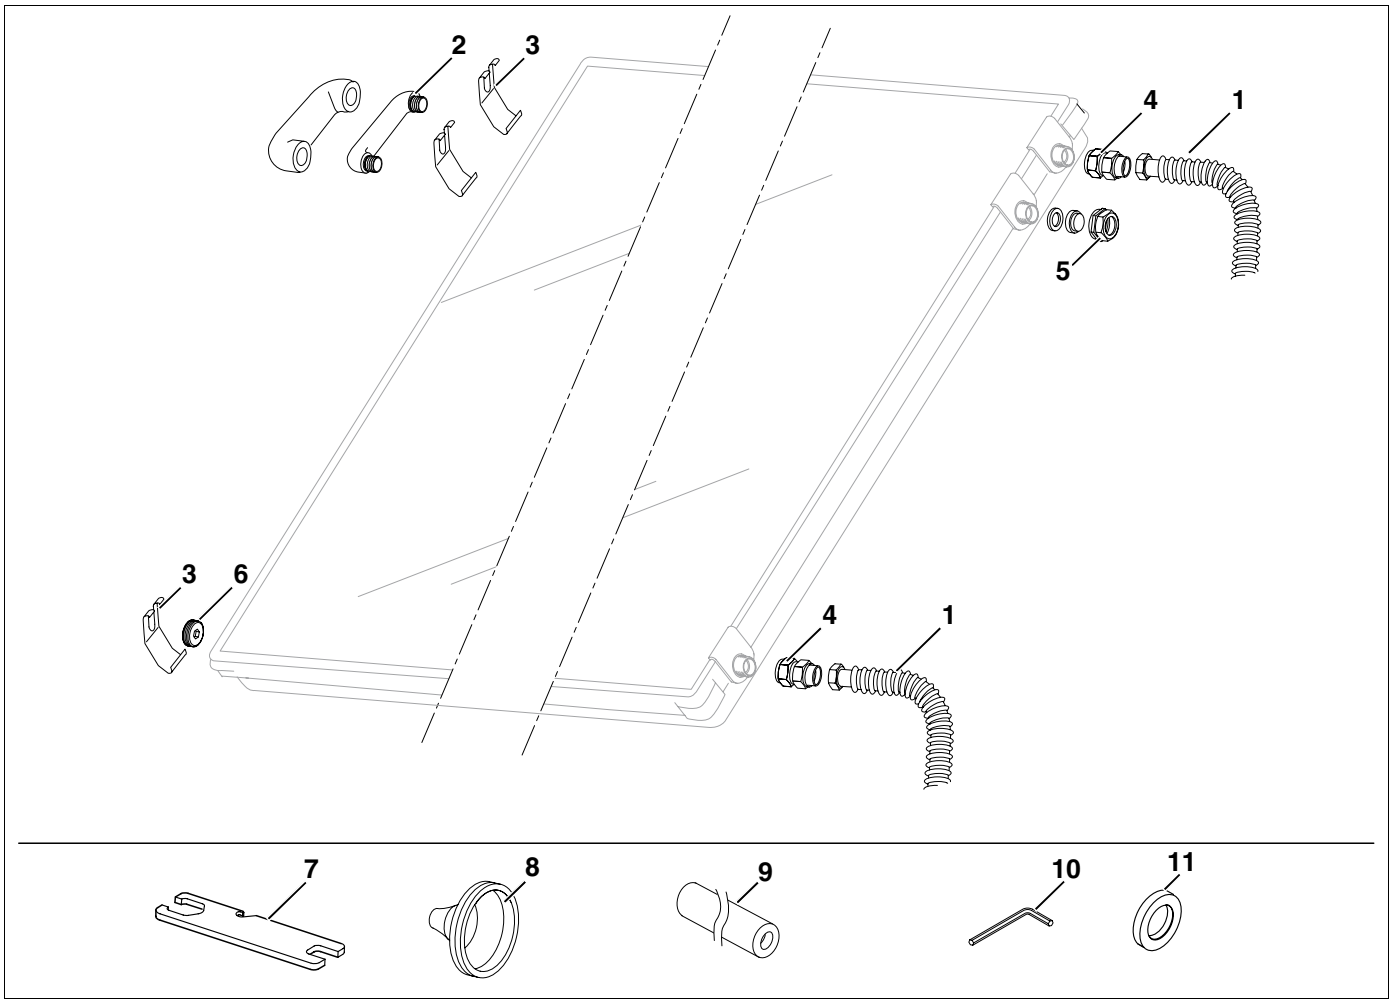

Afb. 9 Aansluitset
Voor elk collectorveld heeft u een aansluitset nodig (afb. 9, pagina 16).
5.2.5 Aansluitset (per collectorveld) – afb. 9